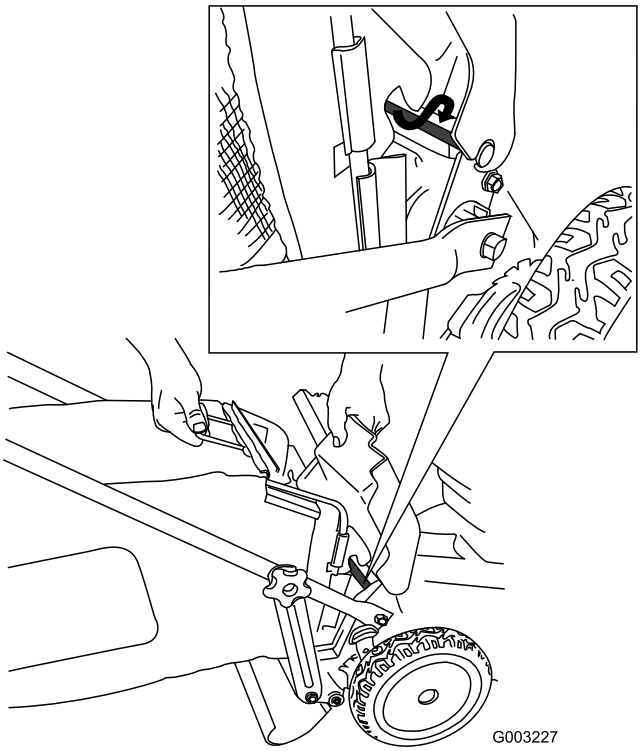

Figur 26
4. Montera uppsamlaren på luckans stång (Figur 26).